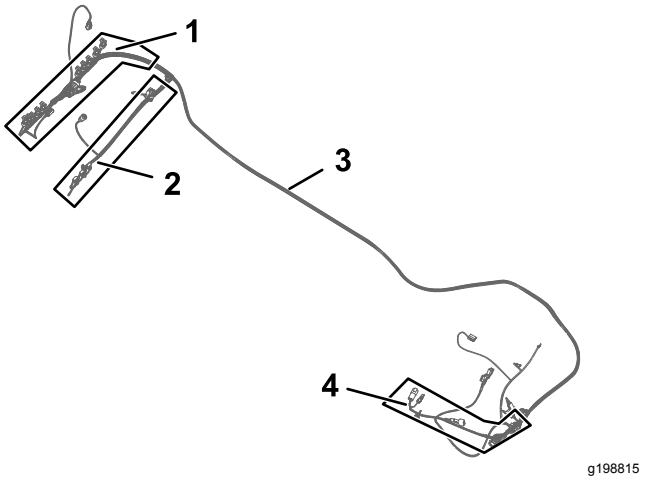

Figur 74
1. Finn den 84 cm lange ledningssatsforgreningen, den 60 cm lange ledningssatsforgreningen og den 66 cm lange ledningssatsforgrening av settets ledningssats (Figur 74 og Figur 75).